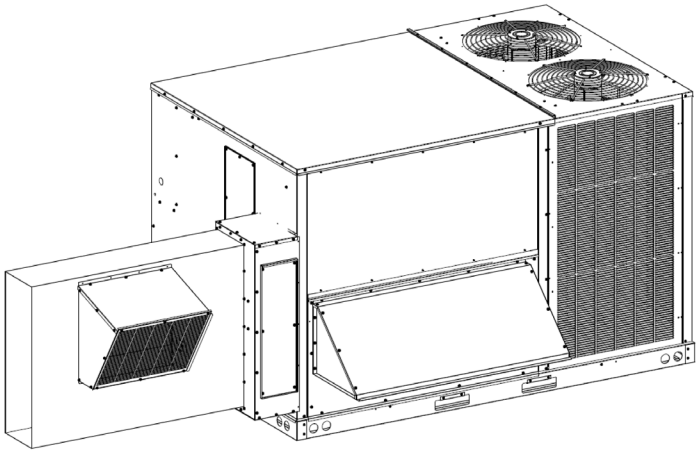

Figure 14 - Barometric Relief Hood
9. Fasten the fully assembled barometric relief hood over the hole in the return duct using provided screws (see Figure 14).